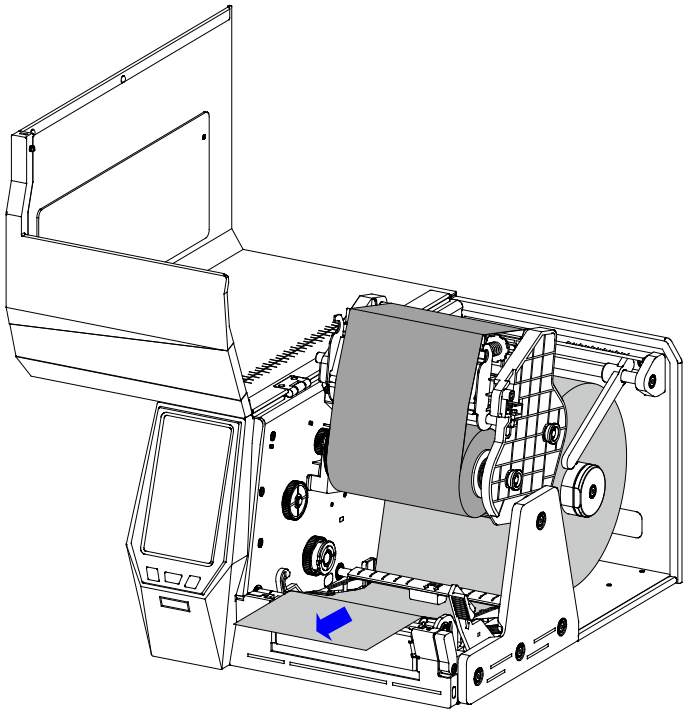

Figure 2-26 Load the Media
2. Refer to the Media Path as shown in Figure 2-6. Thread the media through the Tear-off bar, as shown in Figure 2-26.